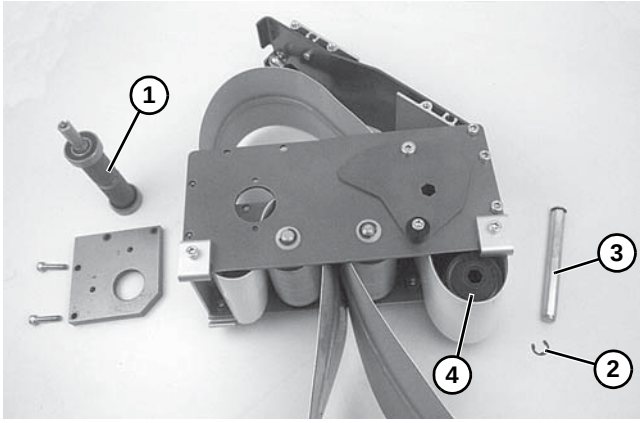

Figure 28
2. Remove drive pulley **(Figure 28, item 1)**.
- For 2” (44 mm), 3” (70 mm) or 4” (95 mm) wide conveyor, detach E-ring clip **(Figure 28, item 2)**. Remove pulley shaft **(Figure 28, item 3)** and remove pulley **(Figure 28, item 4)**.